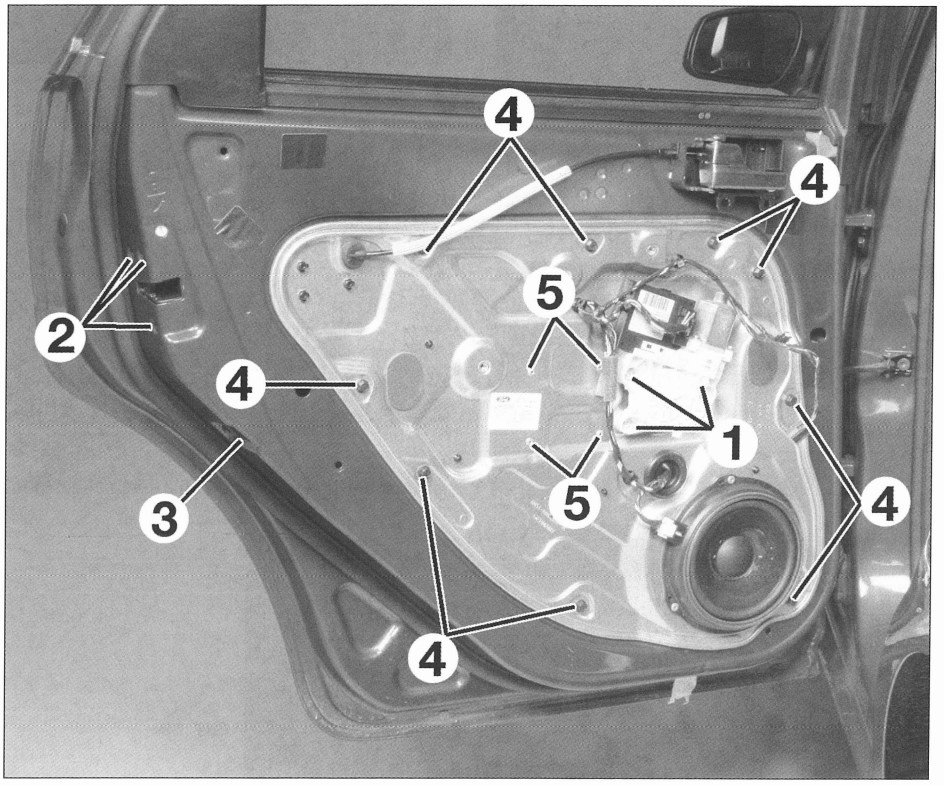

FIG. 67
• Desmontar los tres tornillos (1) **(fig. 67)** del motor de elevalunas (según equipo).
- los tres tornillos (2) **(fig. 67)** de fijación de cerradura.
- el tornillo (3) del soporte de cerradura.
- los 9 tornillos (4) del panel interior de puerta.